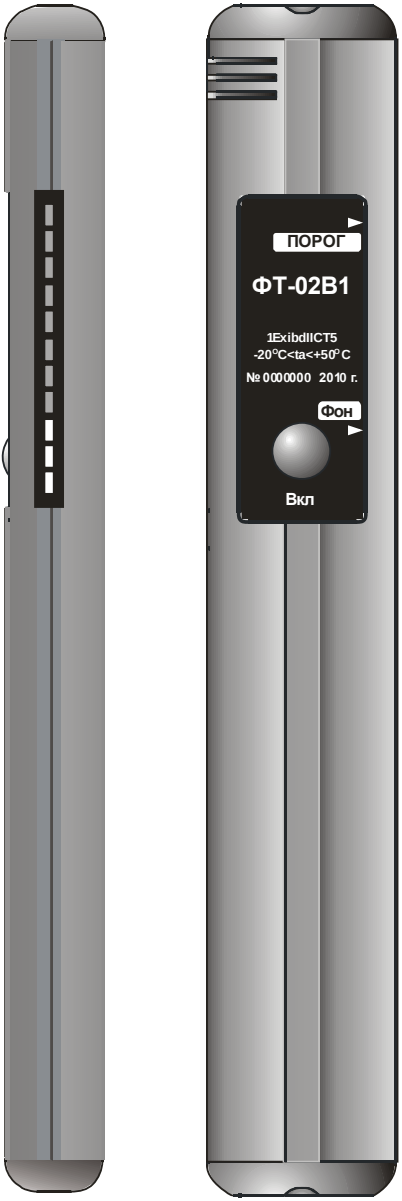

Рисунок 4.1
4.2 Конструктивно индикатор состоит из металлического корпуса с размещенными внутри него платами, отсека питания, блока искрозащиты и полупроводникового сенсора ПГС-1Ех (рисунок 4.1).